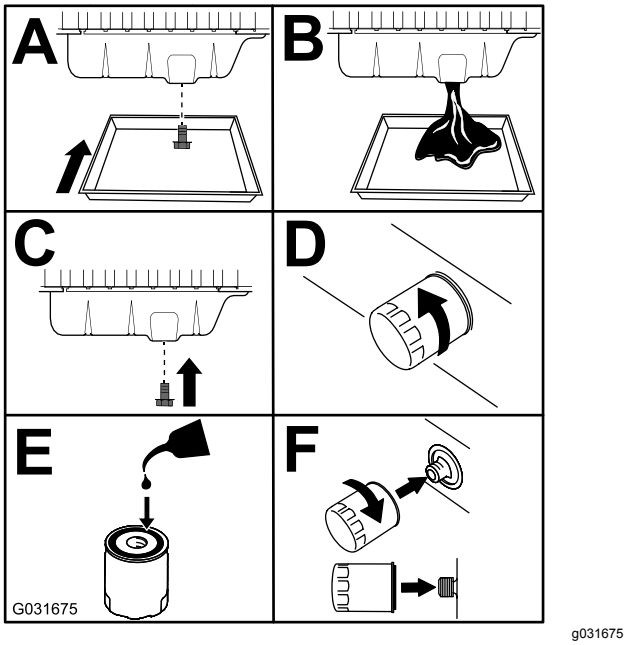

Figur 72
3. Byt motorns olja och filter (Figur 72).